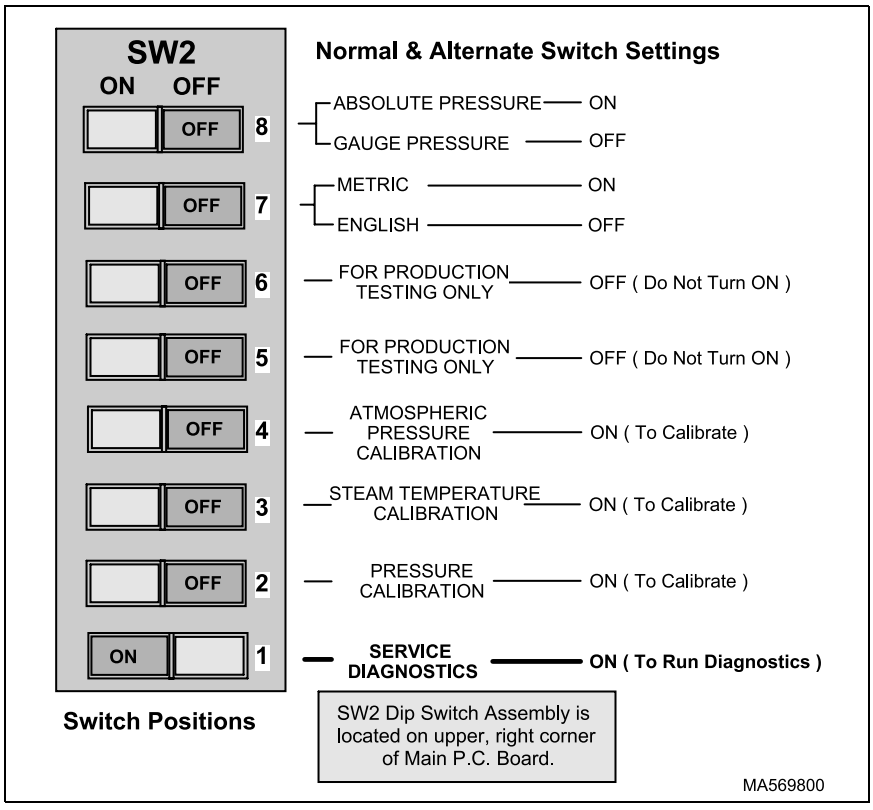

Figure 2-3. Dip Switch Assembly (SW2)
(3) Place SW2 Switch 1 (Figure 2-3) in *ON* (left) position.
(6) Unplug unit from electrical outlet.
(7) Place dip switch 1 (Figure 2-3) located on SW2 on Main P.C. board in *OFF* (right) position for normal operation.
(8) Install panels.